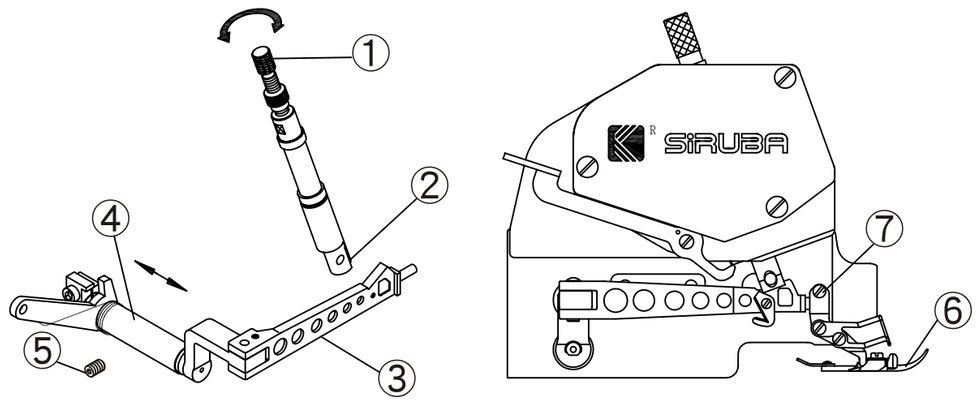

Fig. 7
1. Ajustar la posición del pie prensa telas (Fig. 7)